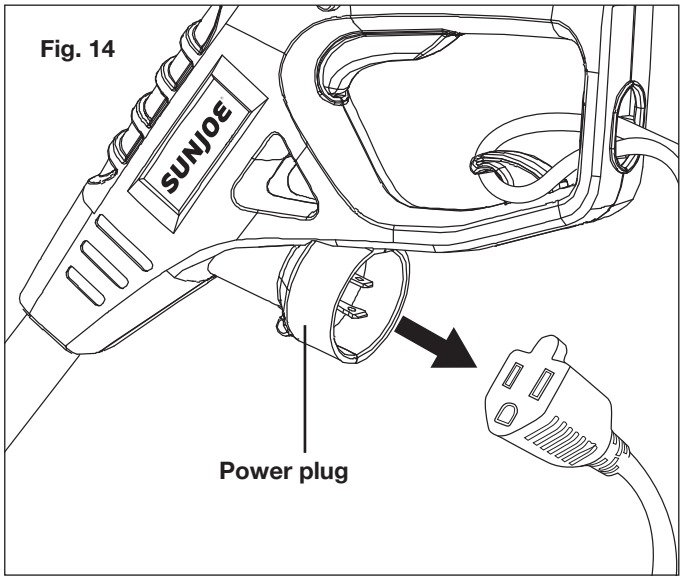

Fig. 14
3. Connect the extension cord to the power plug (Fig. 14).